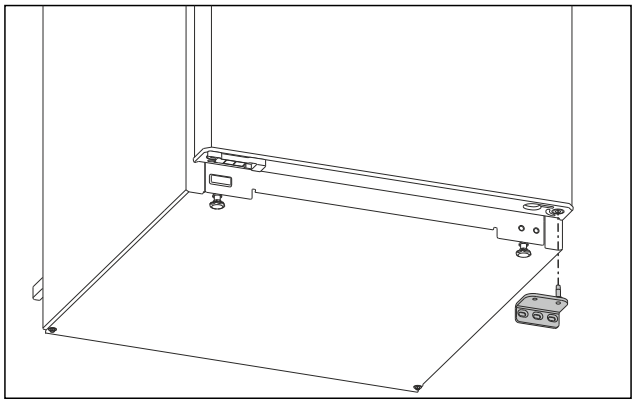

*Fig. 7*
▶ Remove the swap bearing block downwards. (see Fig. 7)